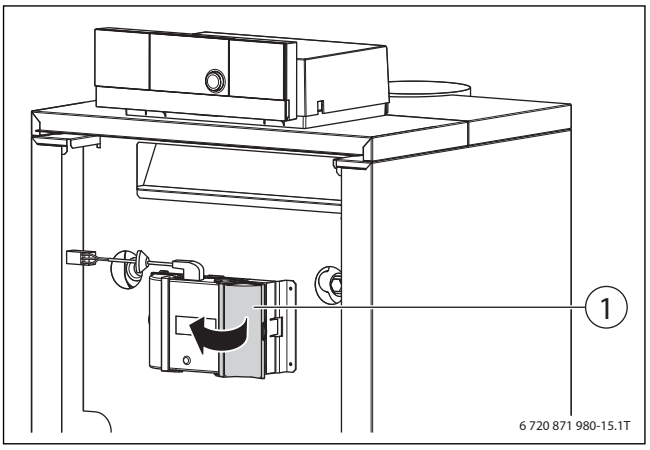

Рис. 50 Открытие крышки автомата управления горелкой
- ▶ Откройте правую крышку (→ Рис. 50, [1]) автомата управления горелкой.